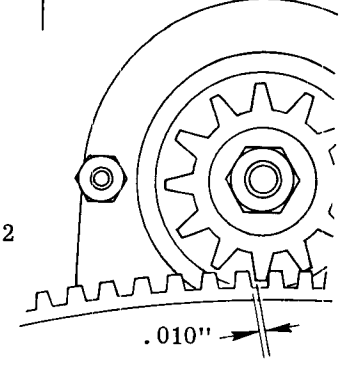

Figure 2
3. Rotate the flywheel until the engine is "on compression". With fingers, roll the Bendix gear up the starter shaft and engage the flywheel gear. Gear teeth "backlash", at this point, should be .010". (See figure 2)